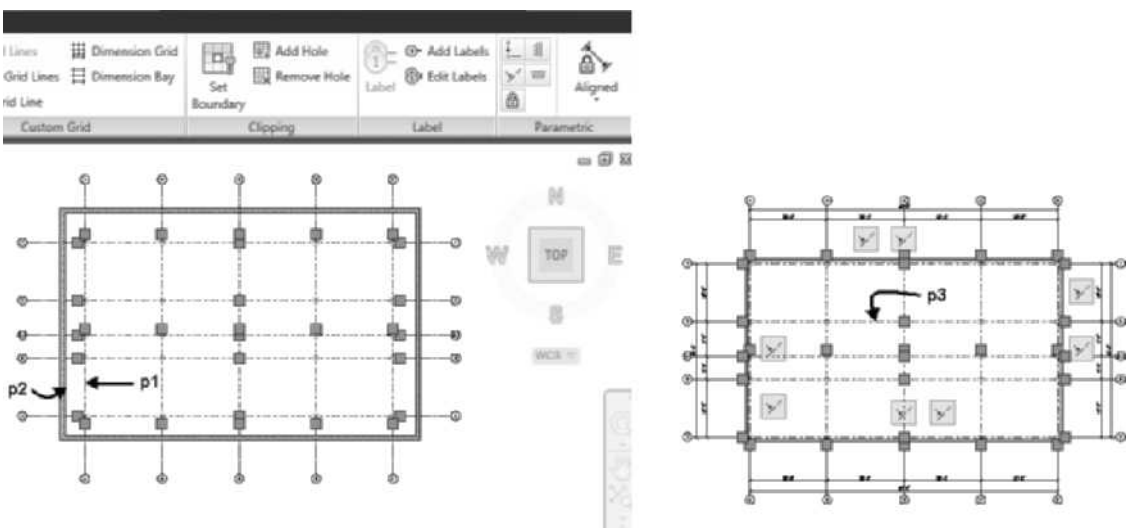

FIGURE 13.48 *Constraining walls to a column grid*
14. Select the Column Grid at p1 as shown in Figure 13.48. Choose **Collinear** from the Parametric panel of the Column Grid contextual tab. Respond to the workspace prompts as follows:
`Select first object or [Multiple]:` *(Select column grid at p1 as shown in Figure 13.48.)*
`Select second object:` *(Select the edge of the concrete masonry wall at p2 as shown in Figure 13.48.)*
15. Repeat step 14 to position the remaining exterior walls to the column grid as shown at right in Figure 13.48.
16. Select the column grid at p3 as shown in Figure 13.48 to display the Column Grid tab. Choose **Dimension Grid** from the Custom Grid panel. Respond to the workspace prompts as follows:
`Enter offset distance <11'-4">: ENTER` *(Press* `ENTER` *to accept the defualt distance and place the dimension as shown in Figure 13.48.)*